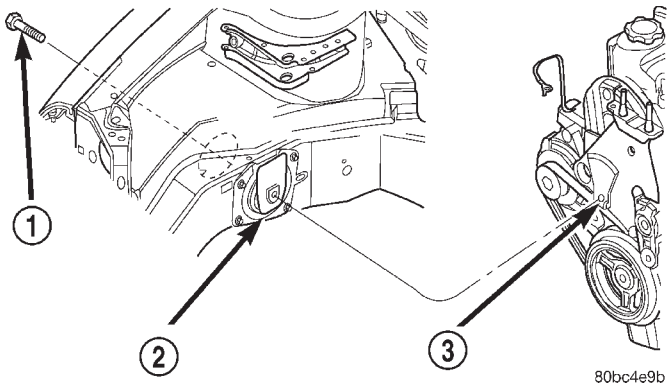
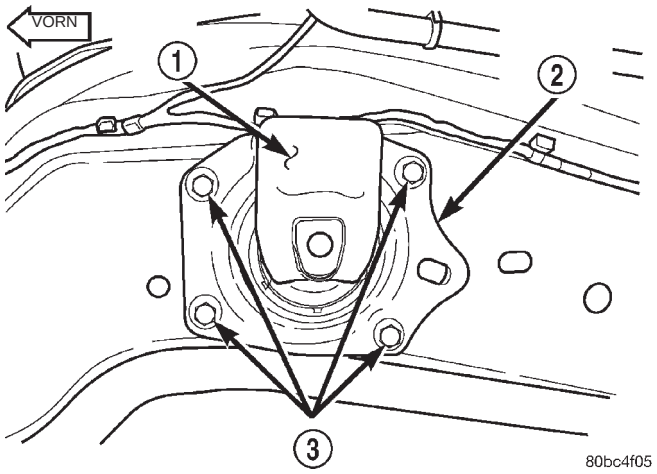

Abb. 18 Schraube—Motoraufhängung an Träger der Motoraufhängung
Abb. 19 Motoraufhängung—rechts
(1) Antriebsriemen für Zusatzaggregate abnehmen. Näheres hierzu siehe Kapitel 7, “Kühlsystem”.
(2) Kurbelwellen-Schwingungsdämpfer ausbauen. Näheres hierzu siehe Hinweise in diesem Abschnitt.
(3) Obere und untere Torsionsstrebe des Motors abbauen. Näheres hierzu siehe Hinweise in diesem Abschnitt.
(4) Motor mit einem geeigneten Wagenheber abstützen.
(5) Schraubendeckel entfernen und Schraube lösen, mit der die rechte Motoraufhängung am Träger der Motoraufhängung befestigt ist (Abb. 18).
(6) Träger der Motoraufhängung abbauen. Näheres hierzu siehe Hinweise in diesem Abschnitt.
(7) Mit einem Markierungsstift mit nicht löschbarer Tinte die Lage der Motoraufhängung in bezug auf den Karosserie-Längsträger markieren.
(8) Schrauben lösen, mit denen die Aufhängung an der Karosserie befestigt ist (Abb. 19).
(9) Aufhängung zwischen Motor und Karosserie-Längsträger abbauen. Für den Abbau der Aufhängung ist möglicherweise ein Anheben oder Absenken des Motors erforderlich, um das für den Abbau der Aufhängung erforderliche Spiel herzustellen.
(1) Aufhängung in ihrer ursprünglichen Einbaulage am Karosserie-Längsträger anordnen (Abb. 19).
(2) Wenn die Position der Aufhängung vor dem Abbau nicht markiert wurde oder der Längsträger ausgetauscht wurde, ist folgendes Verfahren durchzuführen:
(3) Sicherstellen, daß sich die Aufhängung in der markierten ursprünglichen Lage befindet, und die Aufhängungsschrauben eindrehen. Schrauben mit einem Anzugsmoment von 28 N·m (250 in. lbs.) festziehen (Abb. 19).
(4) Träger der Motoraufhängung einbauen. Näheres hierzu siehe Hinweise in diesem Abschnitt.
(5) Schraube eindrehen, mit der die rechte Motoraufhängung am zugehörigen Träger befestigt ist, und mit einem Anzugsmoment von 118 N·m (87 ft. lbs.) festziehen (Abb. 18).
(6) Abstützung unter dem Motor entfernen.
(7) Obere und untere Torsionsstrebe des Motors einbauen. Näheres hierzu siehe Hinweise in diesem Abschnitt.
(8) Kurbelwellen-Schwingungsdämpfer einbauen. Näheres hierzu siehe Hinweise in diesem Abschnitt.
(9) Antriebsriemen für Zusatzaggregate auflegen. Näheres hierzu siehe Kapitel 7, “Kühlsystem”.